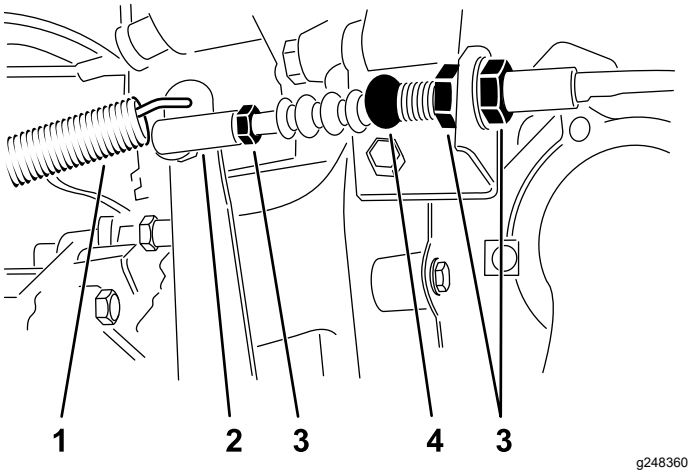

Figuur 61
1. Draai de contramoeren los waarmee de koppelingskabel vastzit aan de beugel op de koppelingsbehuizing (Figuur 61).